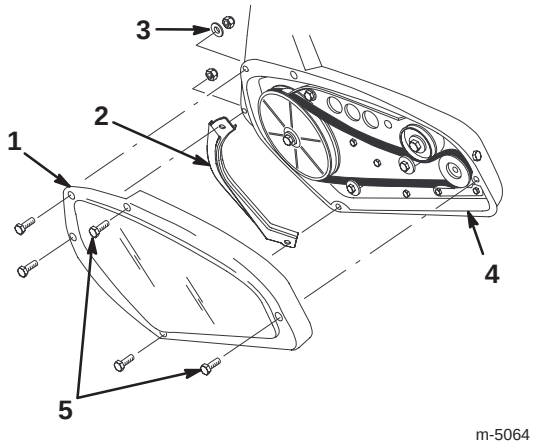

Figur 20
4. Ta loss de två självgängande skruvarna, de tre huvudskruvarna, en bricka och tre låsmuttrar som håller fast drivremshöljet vid snöslungans ram (figur 20). Lägg drivremskåpan åt sidan.
5. Ta loss vänster rotorskydd (figur 20) och spara det för återmontering i steg 10.